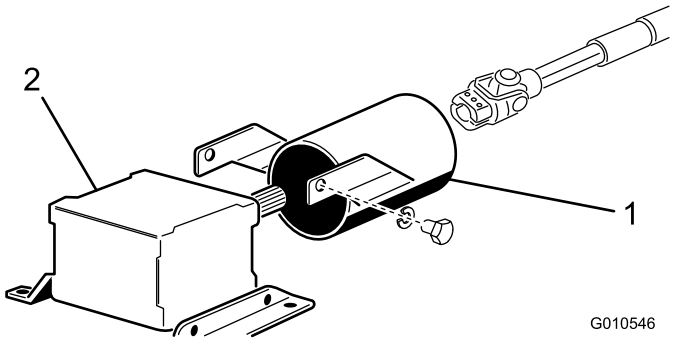

Figuur 8
3. Verwijder de 2 bouten en borgringen waarmee de montagebeugels van de aftakasbescherming aan de tandwielkast zijn bevestigd (Figuur 8). Bewaar de bevestigingsmaterialen voor latere montage.
4. Schuif de aftakasbescherming op de aftakas en plaats de bescherming zoals wordt getoond in Figuur 8.